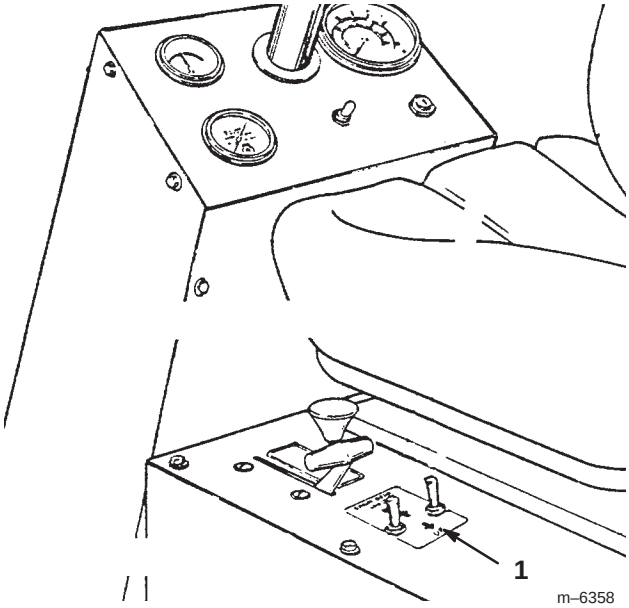
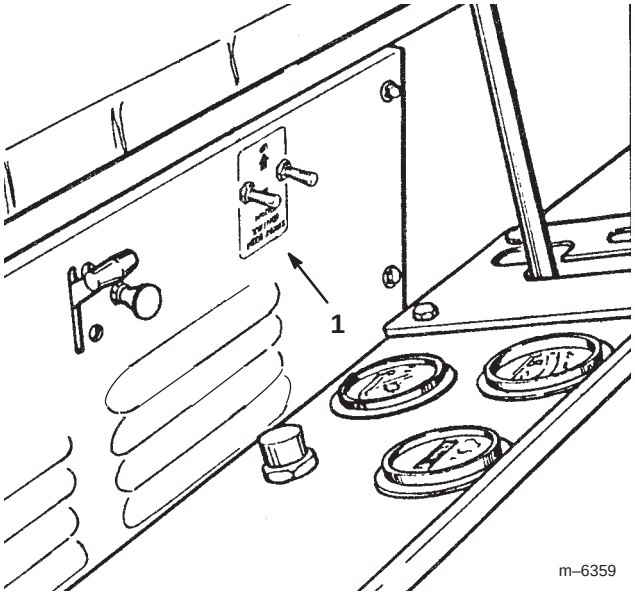

**Figure 5**
**Figure 6**
**1.** Install the switches and rubber boots in the locations illustrated in Figure 5 (1100 sprayer) or Figure 6 (5200 sprayer).